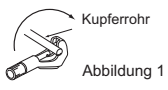

Abbildung 1
1) Fassen Sie die Kältemittelleitungen und den Ablassschlauch zusammen und umwickeln Sie sie anschließend vom Ende her mit Filzband (7). Die Überlappung des Filzbandes (7) sollte ein Drittel der Bandbreite betragen. Bringen Sie eine Bandsicherung am Ende des Filzbandes (7) an.
2) Ziehen Sie die Ablasskappe rechts hinten von des Innengerätes heraus. (Abbildung 1)